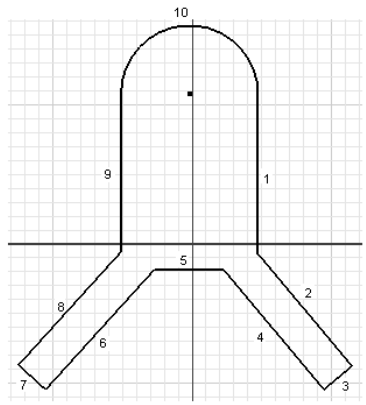

Figure 3-65 *Initial sketch with the geometries numbered*
1. Choose the **Line** tool from the **Create** panel of the **Sketch** tab to draw the outer loop, as shown in Figure 3-65. As mentioned earlier, you should draw the inner loop after drawing and dimensioning the outer loop. This is because once the outer loop is dimensioned, you can draw the inner loop by taking the reference of the outer loop.
You can draw the arc while the **Line** tool is active. You can also use the temporary tracking option to draw this sketch. For your reference, the geometries in the sketch are numbered, see Figure 3-65.